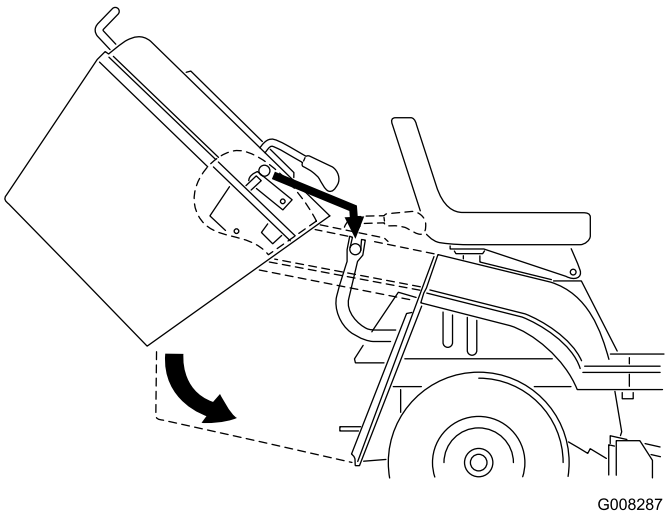

Figur 34
1. Använd bägge händerna för att tippa gräsuppsamlaren framåt (Figur 34).
2. Tippa gräsuppsamlaren framåt cirka 40 grader och skjut upp den på de två stödfästena baktill på maskinen (Figur 34).